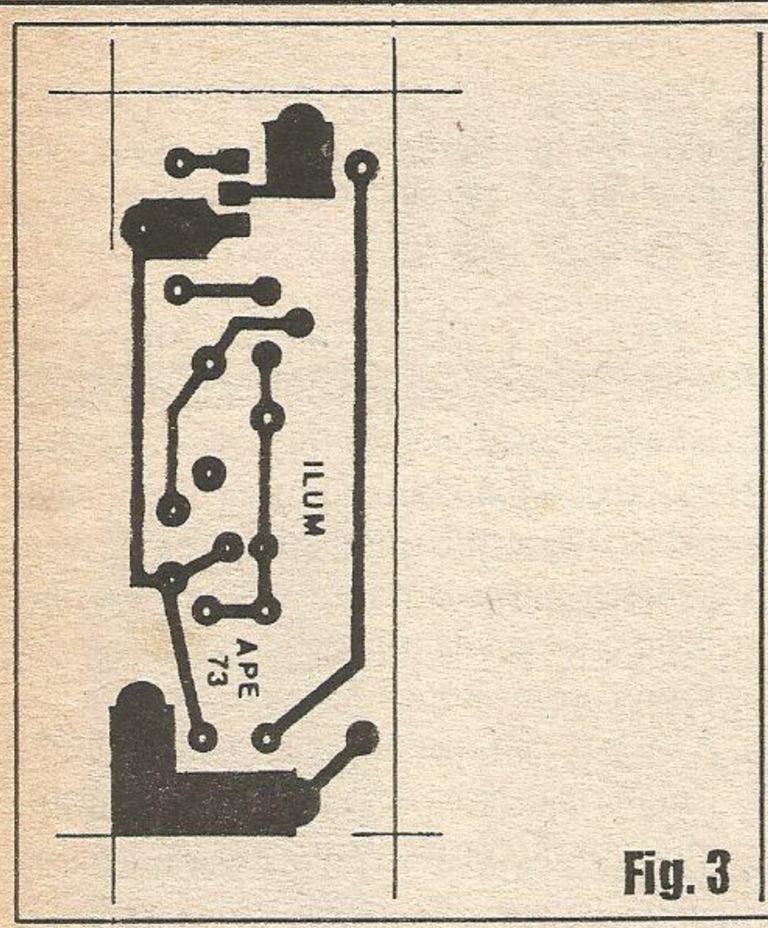

Fig. 3
**- FIG. 3 - *LAY OUT* DO CIRCUITO IMPRESSO ESPECÍFICO -** Embora o circuito use alguns componentes de alta potência, e até meio *taludos*, procuramos manter as dimensões do impresso tão compactas quanto possível, favorecendo a desejada miniaturização (para a comodação dentro do soquete *maceteado*, conforme veremos...). Nossos desenhistas, contudo, fizeram essa compactação *sem espremer demasiado* o arranjo, para não *complicar a vida* dos *alunos começantes* (que sempre se atemorizam um pouco, na inserção e soldagem de *lay outs* muito *congestionados*...). A própria confecção da placa (vista pela sua face cobreada - áreas que devem restar metalizadas após a corrosão, em **negro**, tamanho natural...) é muito simples, devendo o leitor/*aluno* observar com atenção a existência de algumas ilhas e percursos *bem mais largos*, e que são - justamente - os destinados à passagem de altas correntes/tensões, manejadas diretamente pelo TRIAC e utilizadas pela(s) lâmpada(s) controlada(s)... A verificação (super-cuidadosa...) ao final, é ainda mais importante em circuitos desse tipo, que apresentam setores submetidos a altas potências elétricas, onde o rigor das isolações e da ausência de curtos deve ser... total!